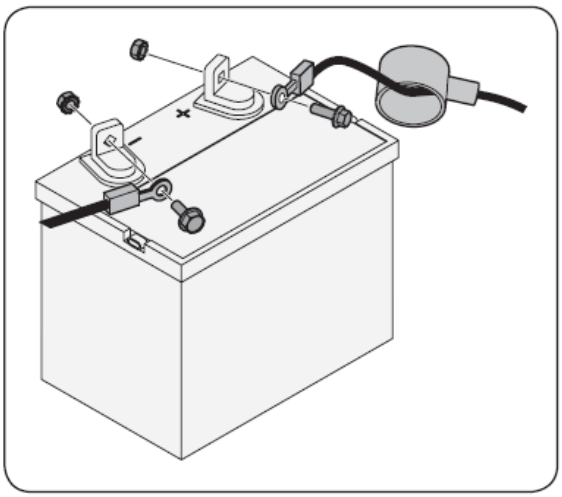

Figure 3-9
1. Retirez le couvercle en plastique, s'il y a lieu, de la borne positive de la batterie et fixez le câble rouge à cette borne (+) à l'aide du boulon et de l'écrou hexagonal. Consultez la Figure 3-9.
2. Enlevez le couvercle en plastique, s'il y a lieu, de la borne négative de la batterie et fixez le câble noir à cette borne (-) à l'aide du boulon et de l'écrou hexagonal. Consultez la Figure 3-9.